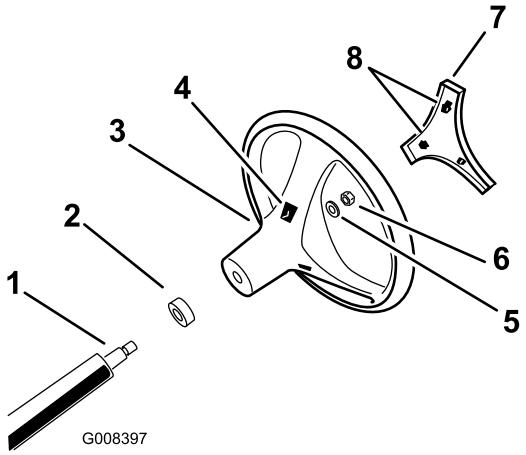

**Figur 3**
4. Fastgør rattet til akslen med låsemøtrikken, og tilspænd den med et moment på 24 til 29 Nm som vist i Figur 3.
5. Ret tapperne i dækslet ind efter hullerne i rattet, og tryk dækslet fast på rattets nav (Figur 3).